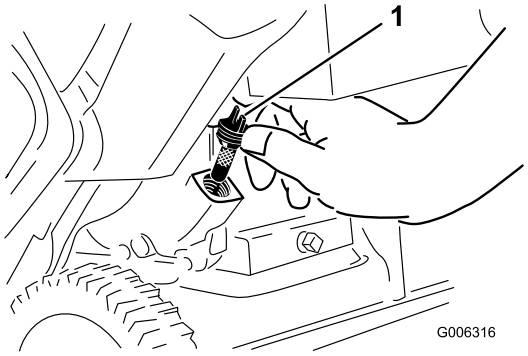

Figure 30
6. Nettoyez la surface autour du bouchon de remplissage (Figure 30).
7. Dévissez et retirez le bouchon de remplissage (Figure 30).